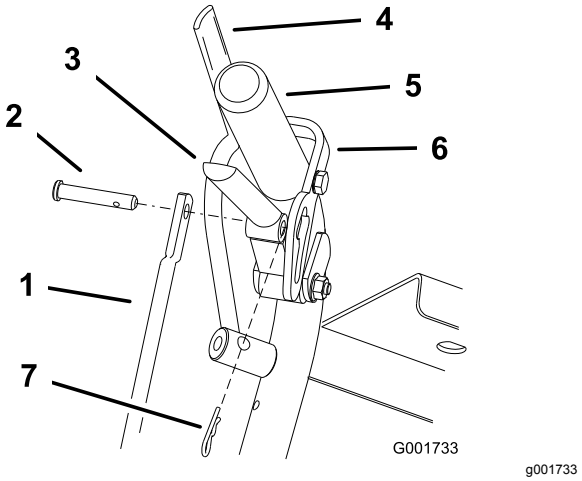

**Figur 39**
1. Justera stångens längd genom att släppa drivningsspaken och avlägsna hårnålssprinten och sprintbulten. Vrid stången i stångbeslaget (Figur 39).
4. Sätt i sprintbulten i drivningsspaken (Figur 39).
6. Montera hårnålssprinten mellan drivningsspakarna och neutrallåsen och in i sprintbultarna (Figur 39).